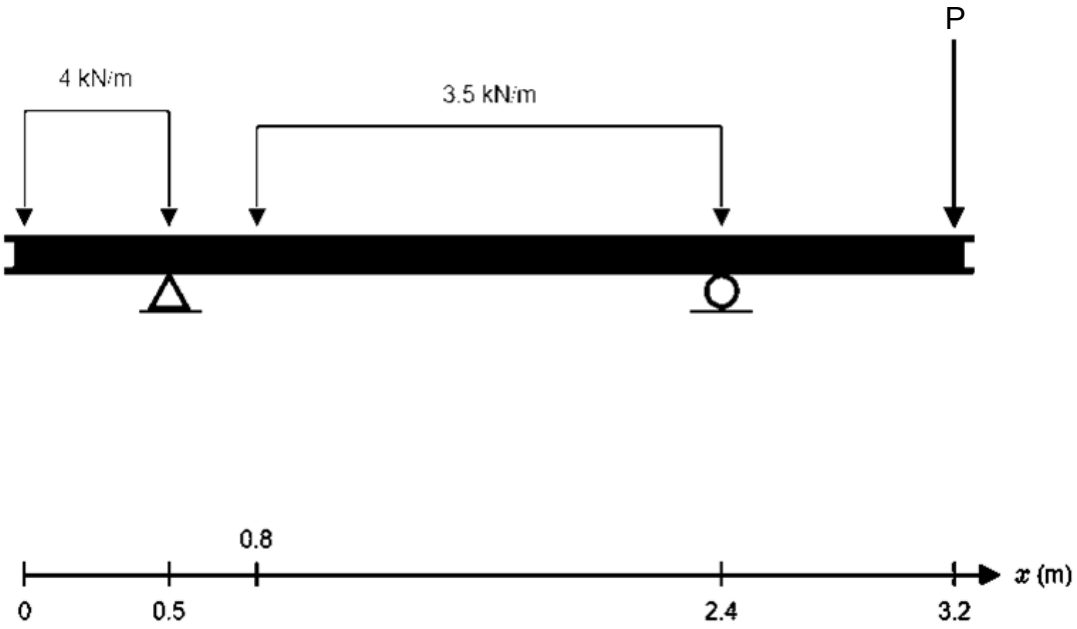

FIGUUR 1 (4)
2.1 'n Oorhangbalk word met reaksies RL= 1,97 kN aan die linkerkant en RR = 11,93 aan die regterkant belas soos in FIGUUR 1 hier onder getoon.